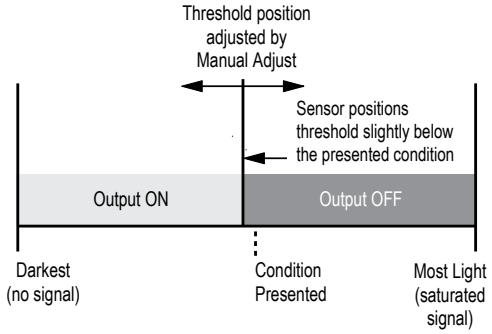

Figure 9. Single-Point Light SET (Light Operate shown)
- Sets a threshold slightly below the taught condition (see *Figure 9. Single-Point Light SET (Light Operate shown)* on page 9)